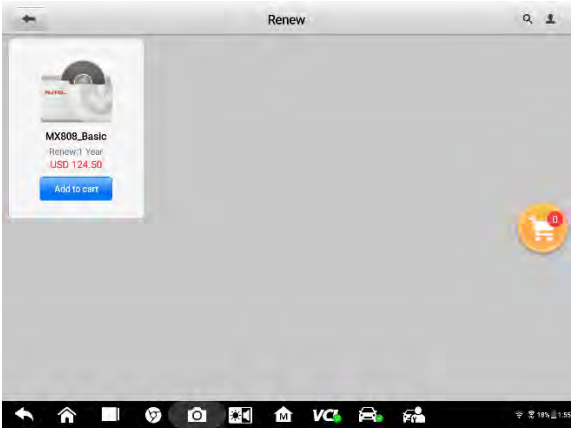

**Figure 19-2** ***Renew Software***
5. **Blue Button** - provides conditional access to new software or value-added services for specific devices (For example, when you tap **Renew**, you can renew the software by adding it to cart for settlement, as Figure 19-2 shows.)